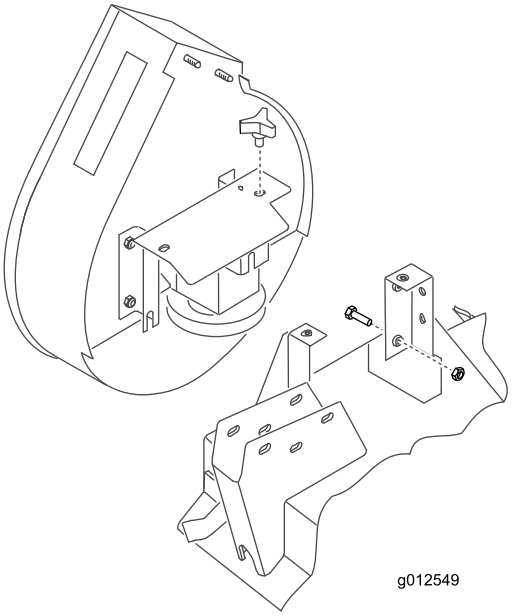

Figura 21
2. Deslice el soplador en los pernos de alineación del soporte de montaje (Figura 21) mientras pasa la correa alrededor de la polea del soplador.